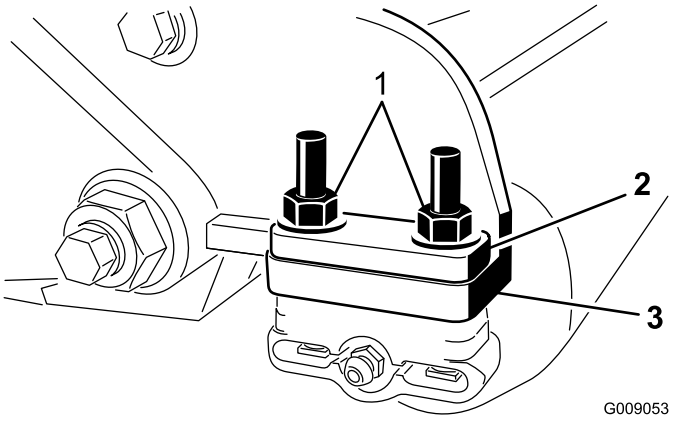

図 7
6. 各ローラブラケットをサイドプレートに固定している 2 本のフランジロックナットを外す図 7。ボルトは外さないこと。**また、サイドプレート取り付けフランジの上部についている6mmスペーサはすべて取り外す。**